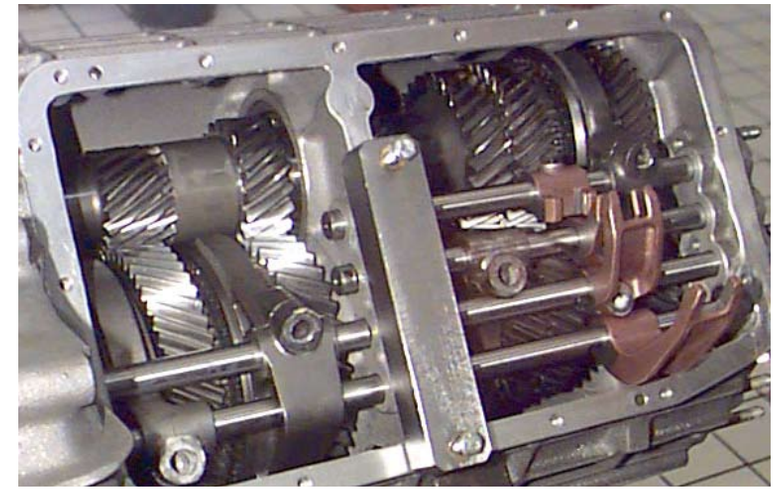

Fig.1
1. Install P/N 62495085 tool to compress the rod retaining springs (**Fig.1**).